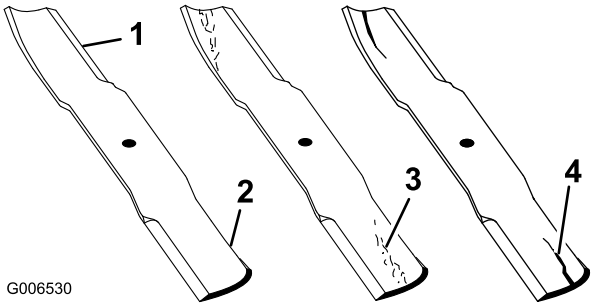

Figuur 78
1. Controleer de snijranden (Figuur 78). Als de snijranden niet scherp zijn of inkepingen vertonen, moet u de messen verwijderen en deze slijpen. Zie Maaimessen slijpen.
2. Controleer de messen, in het bijzonder het gebogen deel. Als u scheuren, slijtage of groefvorming in dit deel constateert, moet u het mes direct vervangen (Figuur 78).